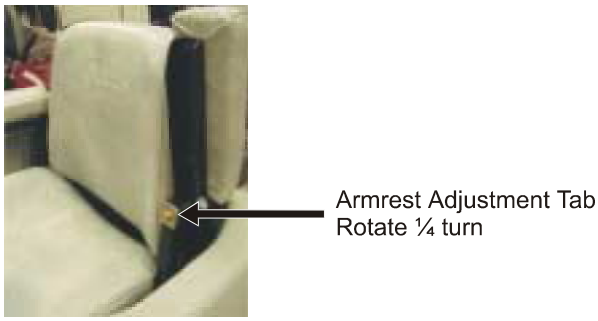

FIGURE 14
a) Lift armrest on seat. Locate square tab marked with the numbers 1 through 4. Rotate square tab 1/4 turn to raise or lower the armrest in approximately 1/4" increments. See Figure 14.